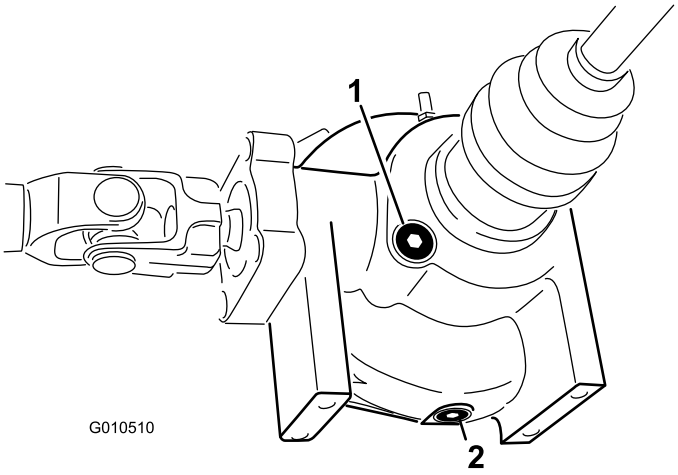

Figur 20
2. Rengør området omkring påfyldnings-/kontrolskruen på siden af differentialet (Figur 20).